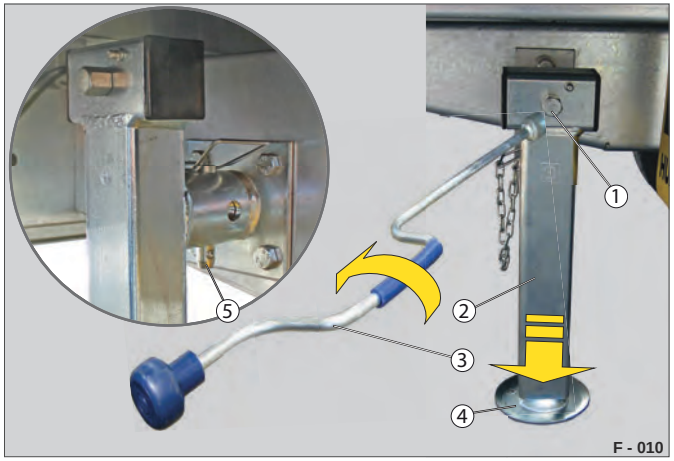
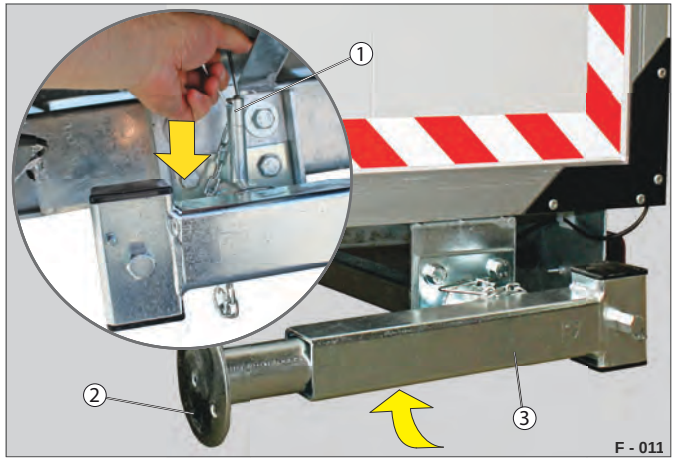

Fig. 33 Teleskopstøtteben, støttestilling
Fig. 34 Sving støttebenet omkring
▶ Træk bolten (Fig. 33 /5) ud.
▶ Sving støttebenet (Fig. 33 /2) ned.
▶ Sæt håndsvinget (Fig. 33 /3) på håndsvingstappen (Fig. 33 /1).
▶ Drej den justerbare fod (Fig. 33 /4) ned.
▶ Drej den justerbare fod (Fig. 34 /2) helt opad ved hjælp af håndsvinget (Fig. 33 /3).
▶ Træk bolten (Fig. 34 /1) ud.
▶ Sving langsomt støttebenet (Fig. 34 /3) opad.